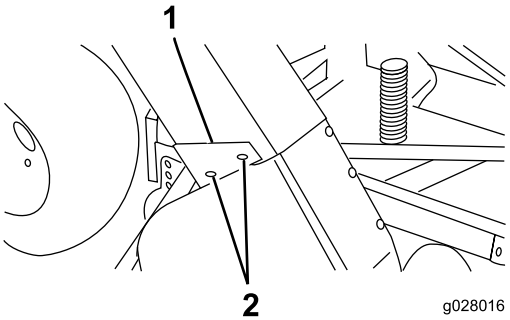

Bild 19
4. Schieben Sie den Auswurfkanal über die Gebläseöffnung und auf die Befestigungsbolzen (Bild 19).